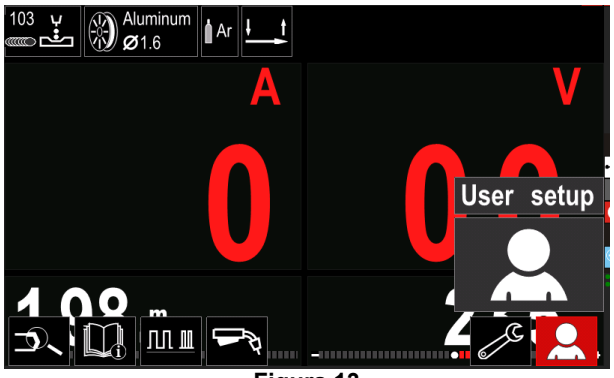

Figura 13
- Accedere all'Impostazione utente (vedere la Figura 13).